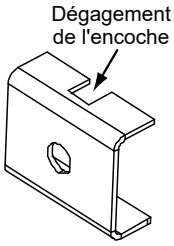

Figure 22.3
8. Chaque pince possède une encoche de dégagement pour accorder de la place pour la fonte sur le foyer encastré. Placez les pinces de manière à ce que l'encoche fasse face au bord extérieur de l'encadrement **(Figure 22.3)**.